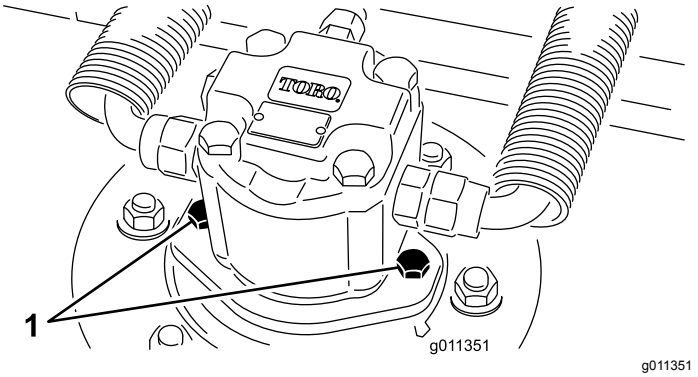

Figur 59
2. Frakobl og fjern hydraulikmotoren fra klippeenheden (Figur 59). Tildæk spindlens top for at forhindre kontaminering.
4. Installer hydraulikmotoren på klippeskjoldet (Figur 59). Sørg for, at O-ringen er på plads og ikke beskadiget.